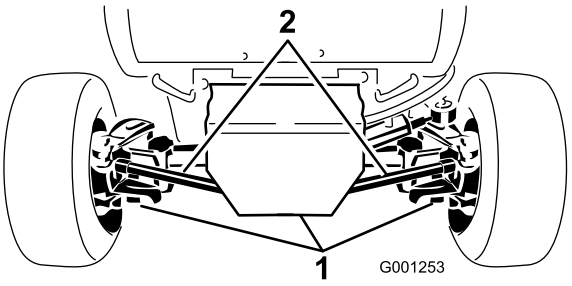

Figuur 64
2. Maak het gebied rond de 3 aftappluggen (Figuur 64) schoon.